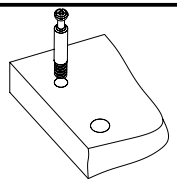

Рис.2
2. Вкрутить шпильки минификсов в соответствующие плоскостные отверстия крышки 18, боковин 2, 3, 4, 5, полки 8 (Рис. 2).